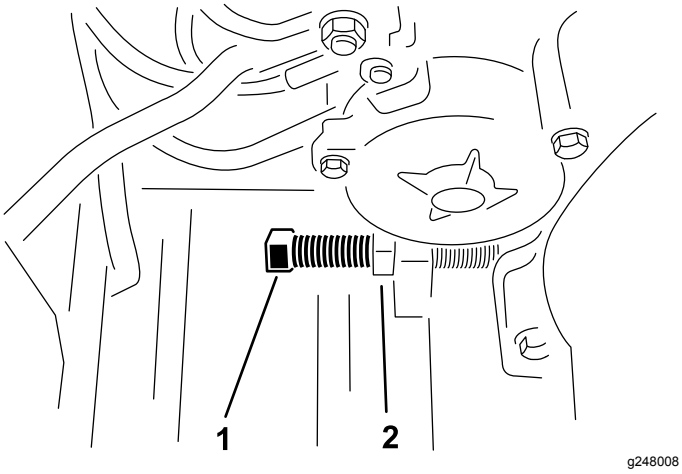

Figur 22
3. Løsne låsemutteren, og vri deretter justeringsskruen til du oppnår ønsket remspenning (Figur 22).
5. Juster motoren slik at den er parallell med rammen. Trekk til monteringsboltene for motoren (Figur 22).